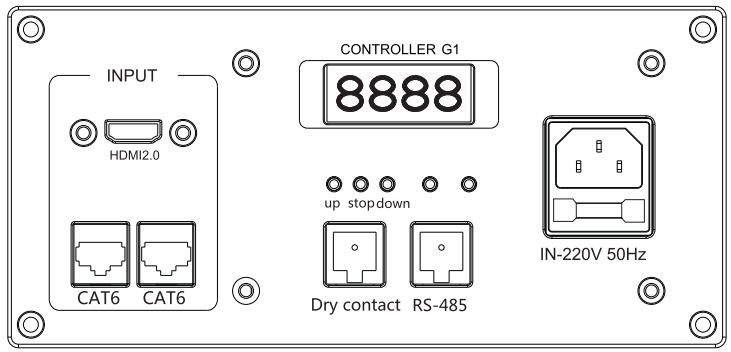

图 8
1. 图8，将升降器处于负载状态，接通电源5秒内，长按控制面板的停止键，及至数字显示屏的数字开始闪烁，本产品进入学习状态。或者在插上电源10S内，同时按住遥控器上、停止键进入学习状态。